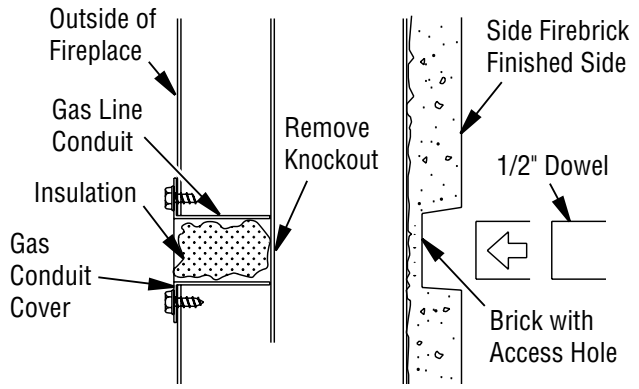

Figure 37 - Gas Line Access
1. Remove knockout indentation on refractory or firebrick wall located above refractory hearth floor. Knockout indentation must be firmly tapped with any solid object such as a 1/2" dowel until it is released. Remove fragmented portions of refractory *(see **Figure 37**).*